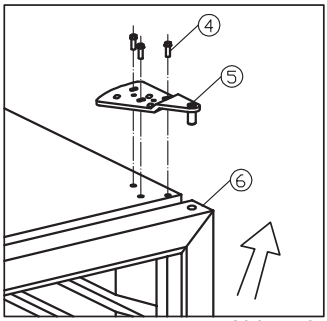
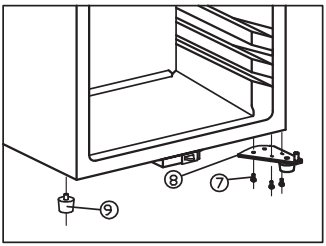

Abb. 5.2
Abb. 5.3
- En retenant fermement la porte, relâchez et enlevez la charnière du haut, soulevez et retirez la porte. Voir fig. 5.2
- Dévissez la charnière du bas (8)
- Retirer la longue patte du cabinet (9) du côté gauche et faites là passer du côté droit. Voir fig. 5.3
- Installez la porte sur l'axe de la charnière du bas (8) de la même façon dont elle a été enlevée, vissez la charnière du haut sur le côté droit.